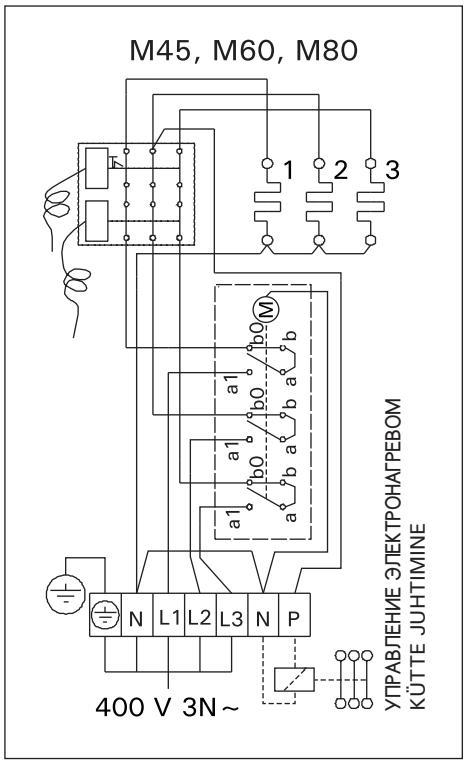

Рисунок 12. Электромонтаж каменки M
- Кроме клемм питания каменки M оснащены также клеммой (P), которая делает возможным управление электрическим нагревом (рис. 12). Управляющее напряжение передается от каменки, когда она включена. Кабель управления электронагревом подводят прямо к соединительной коробке каменки и дальше с помощью резинового кабеля, равного по сечению соединительному кабелю, к клеммнику.